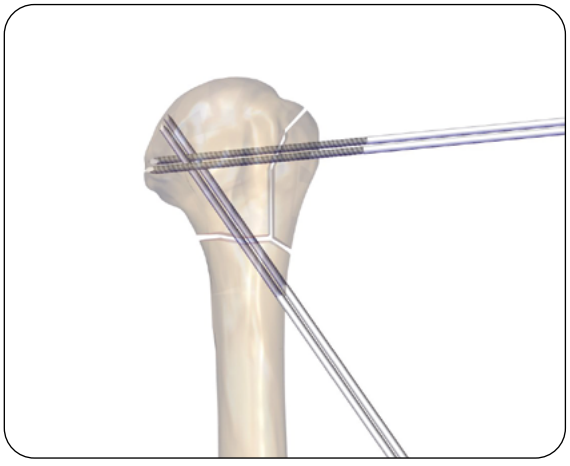

Fig. 16
3) Mantendo o braço do paciente em torno de 40° abduzido, insira o terceiro e o quarto fios aproximadamente 1 a 2cm distais à borda do acrômio em direção à cabeça do úmero. Insira os fios paralelamente, com aproximadamente um centímetro de distância entre eles **(Fig. 16)**.